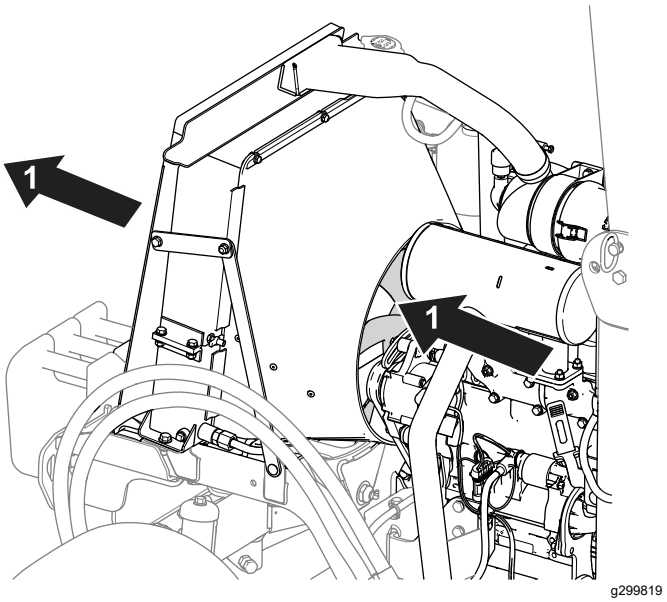

Figura 74
- Utilizzate aria compressa per pulire le alette di raffreddamento. Indirizzate l'aria all'esterno della macchina (Figura 74).